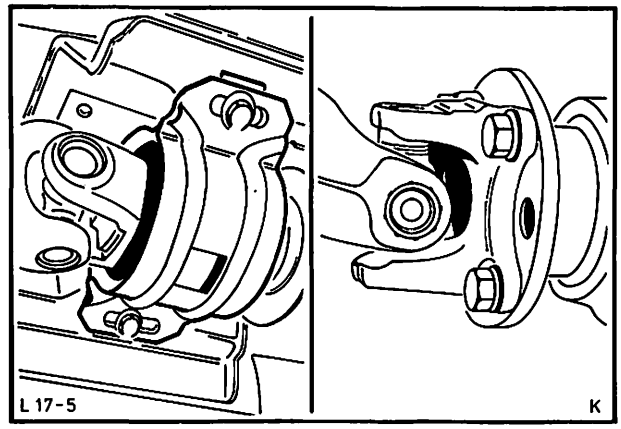

Abb. 15 Befestigung – Gelenkwelle
3. Gelenkwelle komplett ausbauen. Abb. 15. Bei Gelenkwelle mit Gummikupplung nach Abbau dieser, nur zurückziehen.